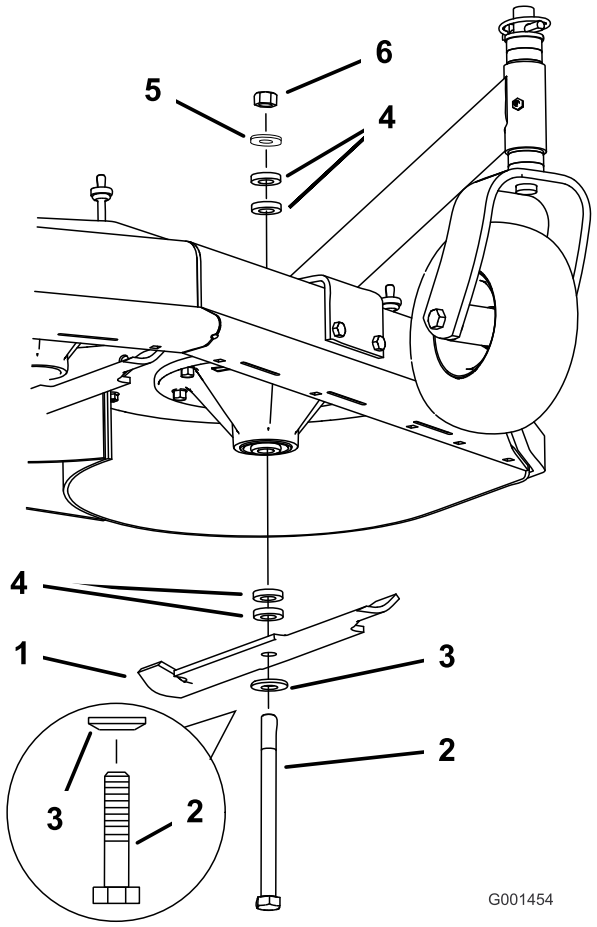

Figura 15
4. Sujete el perno de la cuchilla y retire la tuerca. Deslice el perno por el eje, y cambie los espaciadores según sea necesario (Figura 15).
5. Instale el perno, la arandela curva y la cuchilla, añada espaciadores adicionales, y sujete todo con una arandela fina y una tuerca (Figura 15).